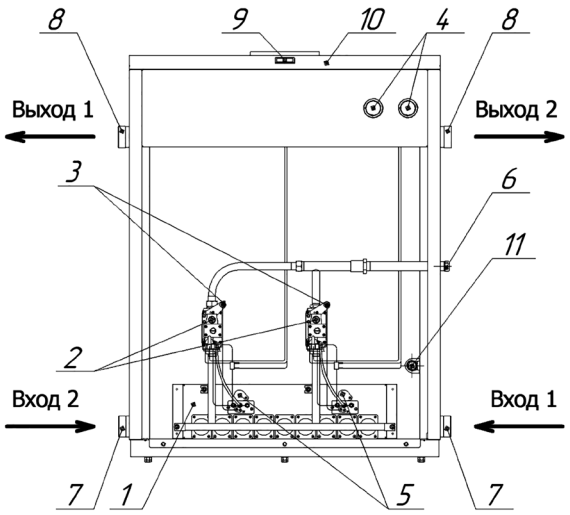

**Рис. 1.2.**
*– Подключение отопительной воды следует производить только диагонально согласно рис. 1.2.